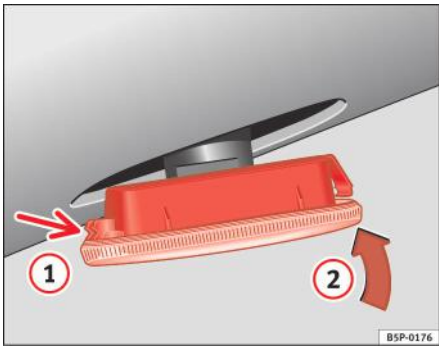

Fig. 173 Lămpile laterale de semnalizarea schimbării direcției
– Mai întâi, amplasați lampa de semnalizare a schimbării direcției în spațiul din caroserie, apăsând pe clemele ⇒ fig. 173, săgeata (1).
– Introduceți lampa de semnalizare a schimbării direcției în sensul săgeții (2) ⇒ fig. 173. ■